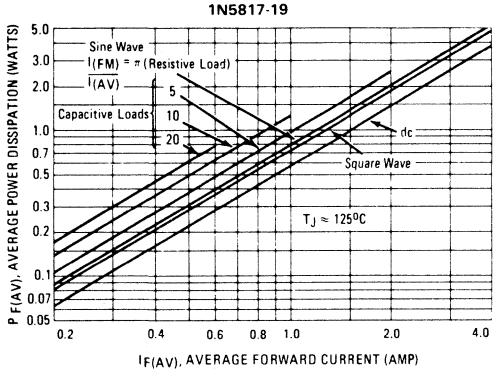

FIGURE 7 – FORWARD POWER DISSIPATION
**Values given are for the 1N5818. Power is slightly lower for the 1N5817 because of its lower forward voltage, and higher for the 1N5819. Variations will be similar for the MBR-prefix devices, using $P_{F(AV)}$ from Figure 7.